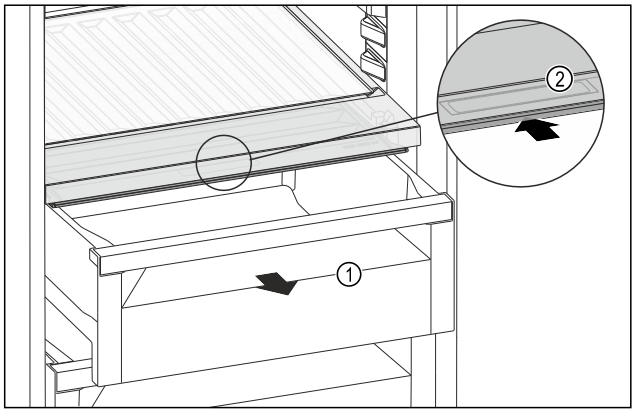

Fig. 171
- ▶ Izvelciet atvilktni *Fig. 171 (1)*.
- ▶ Satveriet nodalījuma vāka roktura padziļinājumu *Fig. 171 (2)* un vienlaikus pabīdiet nodalījuma vāku uz aizmuguri.